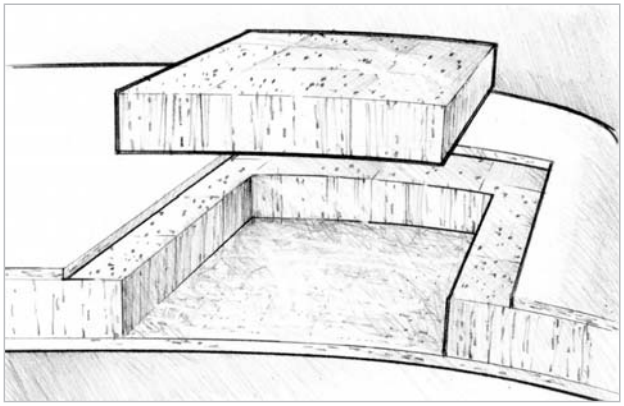

Figure 5-6 *Fit a new piece of core material to match the shape, thickness and density of the damaged core material that was removed.*
5. Prepare a new piece of core material to match the shape, thickness and density of the core that was removed. Dry fit the piece to be sure the new piece is no higher than the surrounding core *(Figure 5-6)*. When replacing damaged core material, try to purchase the same material used by the builder. If that is impossible, locate a material as close as possible to the core's original thickness and density. It is better to have a slightly thinner core material than a thicker one.